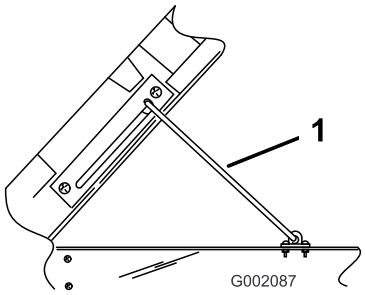

**Figure 24**
2. Pull the prop rod into the detent slot, securing the box (Figure 24).